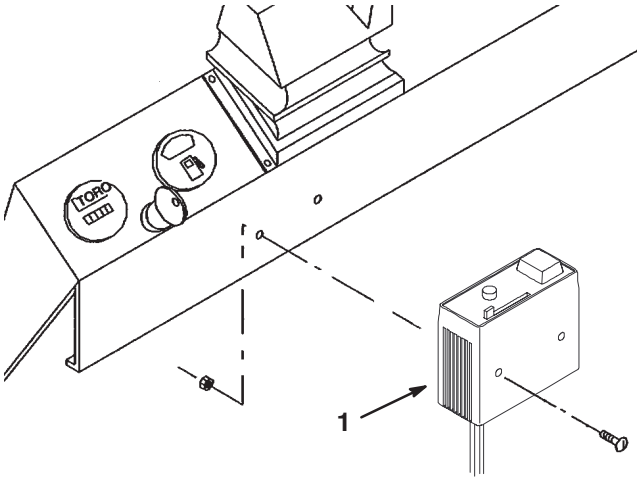

Figure 6
Note: If mounting the kit on a vehicle with a serial number prior to 239999999, refer to figure 6 for the brake controller mounting location.
13. Mount the brake controller to the dash panel, below the steering wheel, using the two #10–24 x 2 inch screws provided (Fig. 6 & 7).